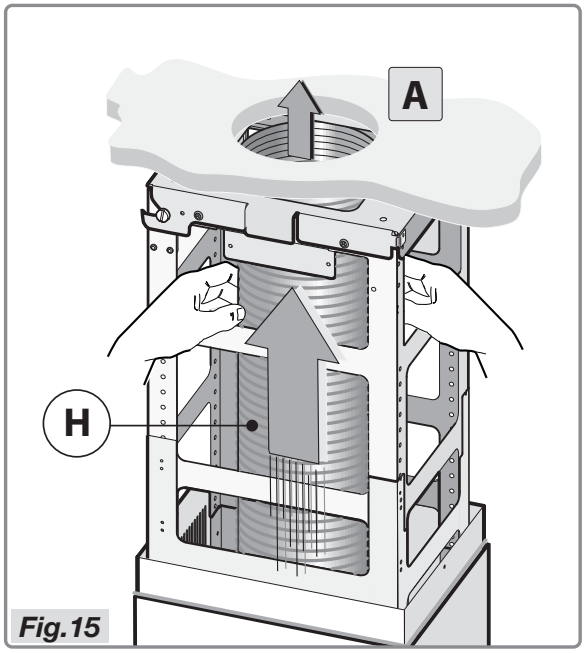

Fig.15
- Connecter le tuyau flexible **H** (qui n'est pas fourni) au trou d'évacuation de l'air **A** (Fig.15).